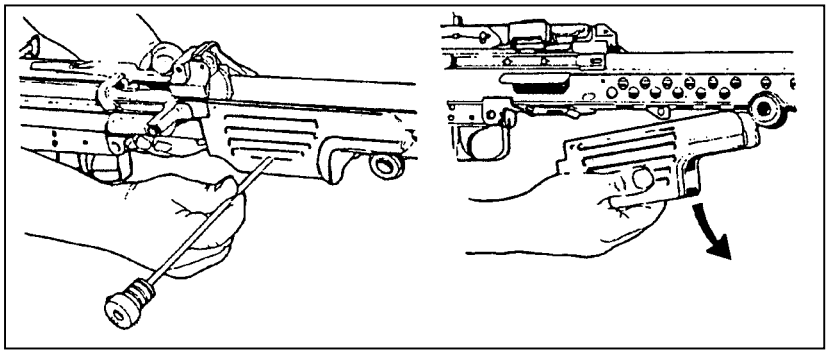

Figure 1-15. Removal of the handguard.
c. **Removing the Handguard Group.** The handguard group (Figure 1-15) consists of the handguard, handguard retaining pin, and cleaning equipment retaining clip. Push the handguard retaining pin to the left using a cartridge or the spring guide rod; then pull the handguard down.
e. **Replacing the Handguard Group**. To replace the handguard (Figure 1-15), place it on the receiver from the bottom and push it to the rear until it stops. Using the guide rod, push the handguard retaining pin to the right, which locks the handguard into position. Push the handguard down to make sure it is locked.